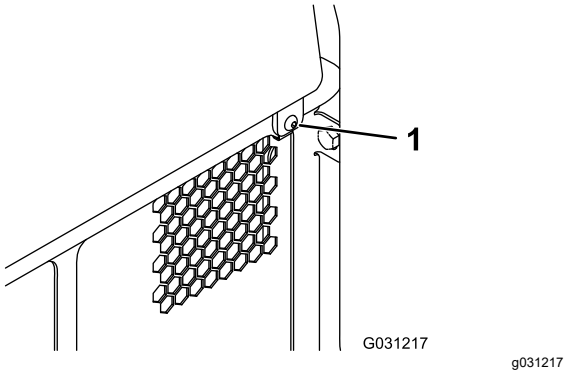

Figura 34
1. Retire la fijación (Figura 34).
2. Levante el panel de acceso trasero para tener acceso a los componentes internos (Figura 34).